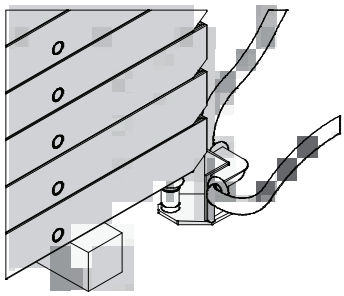

Abb. 66.3
2. Die Einhängevorrichtung mit dem Fuß unter den Stapel schieben (Abb. 66.3).